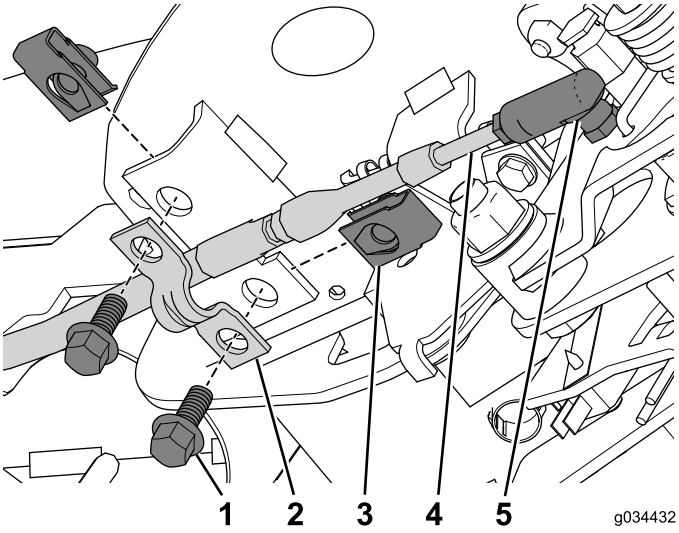

**Figura 25**
3. Ligue o cabo de bloqueio do ponto-morto ao conector de cabos (Figura 25).
4. Instale a porca de retenção no conjunto da consola (Figura 25).
5. Utilize os dois parafusos (1/4 x 5/8 pol.) para prender o cabo ao conjunto da consola usando a braçadeira de cabos (Figura 25).